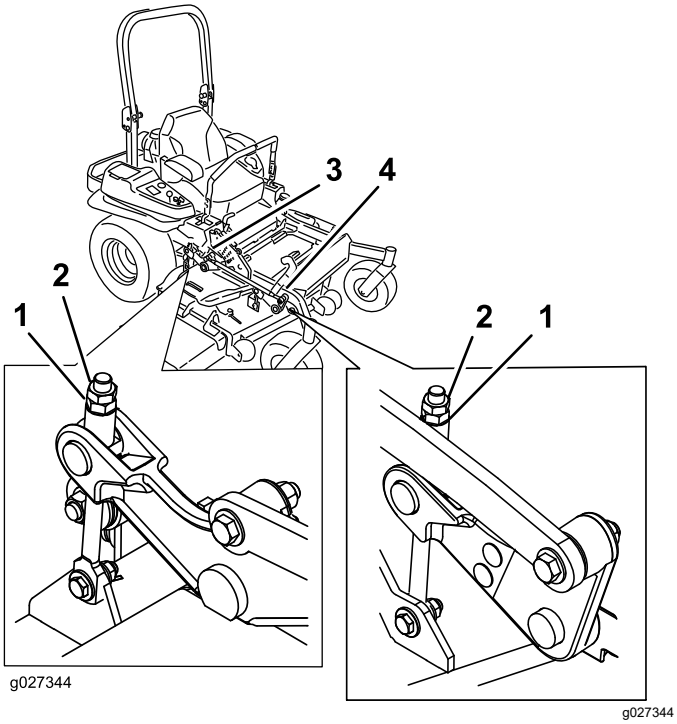

**Figur 114**
10. Finindstil justermøtrikken på forreste skjoldløfteenhed ved at dreje den (Figur 114).
16. Finjuster justeringsskruen ved at dreje den til en højde på 8,3 mm (Figur 114).